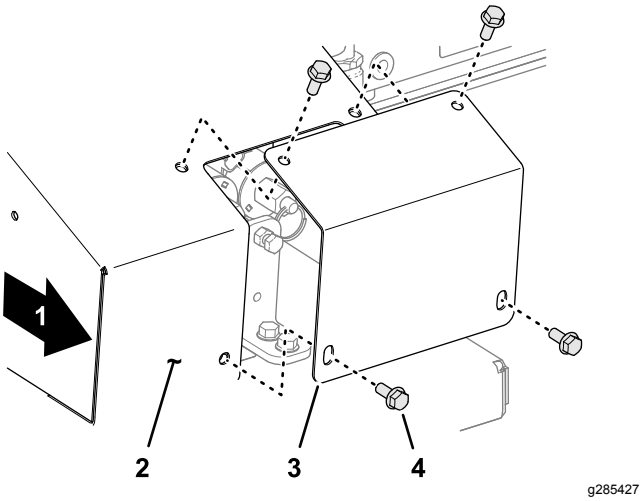

Figur 28
1. På høyre side av maskinen, fjern de fire flenshodeskruene som fester dekselplaten til overstyringsdekselet (Figur 28).